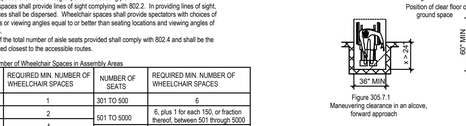

Figure 305.7.1
1. Alcoves shall be 36" wide minimum where the depth exceeds 24" for forward approach (Fig. 305.7.1)